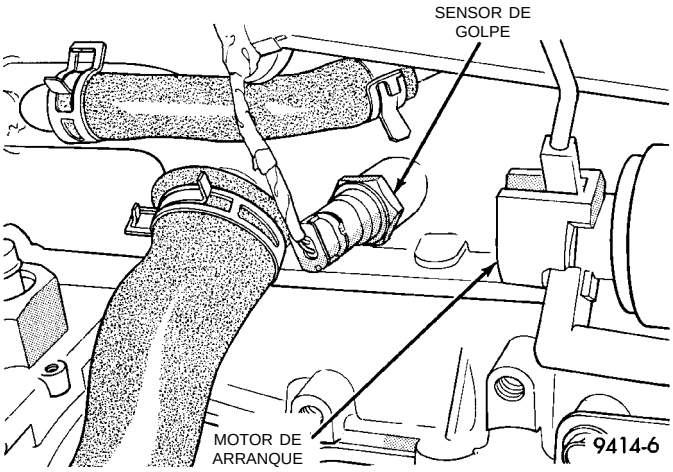

Fig. 16 Sensor de golpe
(14) Desconecte el conector eléctrico del sensor de golpe (Fig. 16) y el mazo de cableado de la orejeta emplazada en el tubo múltiple de admisión.
(15) Desconecte el cableado en el motor de arranque.